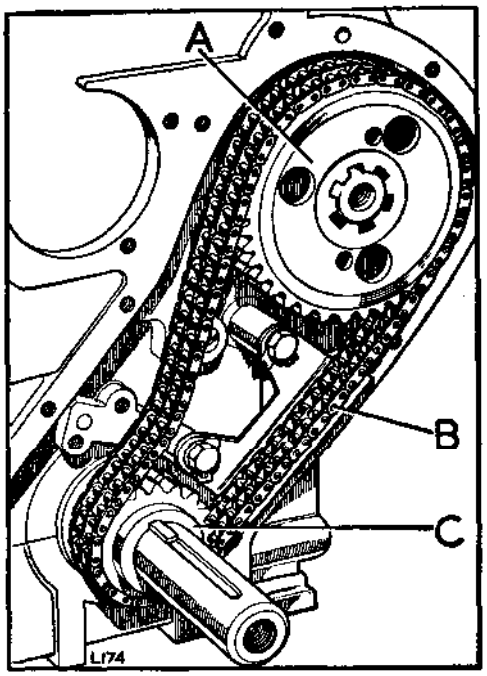

**Fig. A3-97. Fitting the timing chain**
3. With the camshaft chainwheel positioned with the groove marked '^' aligned with the tapped hole and with the crankshaft chainwheel keyway positioned vertical, fit the timing chain by carefully removing the chainwheels, fitting the chain then fitting the assembly to the engine. Take care not to disturb the chainwheel relative positions. When fitted, there must be no slack chain on the driving side. Fig. A3-97 refers.